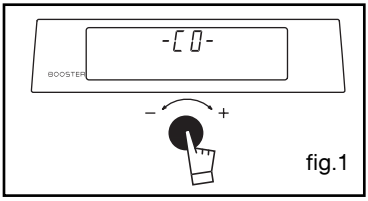

fig.1
- Appuyez pendant quelques secondes sur le bouton de réglages jusqu'à l'affichage de -C0- (fig.1).